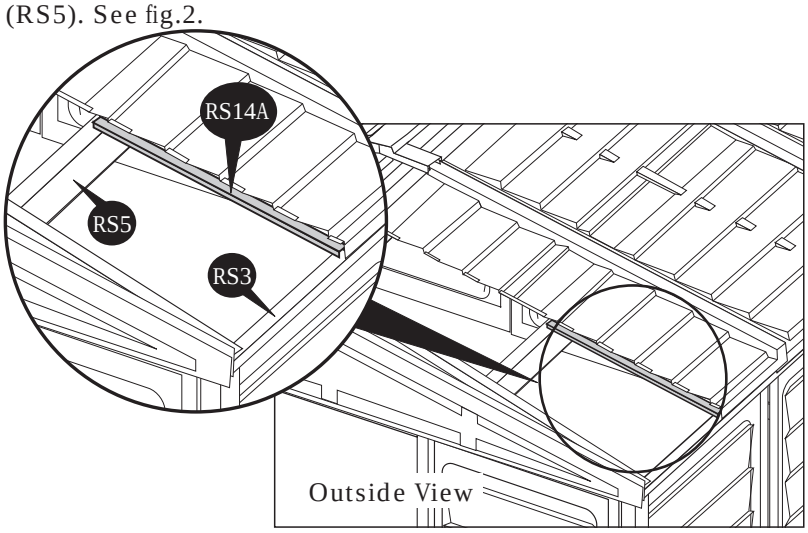

Fig. 1
5. Insert the sagging support (RS14A) from inside the shed by sliding in between roof structure (RS5) and roof panel until it reaches (RS3) roof structure for each panel. See fig.1.